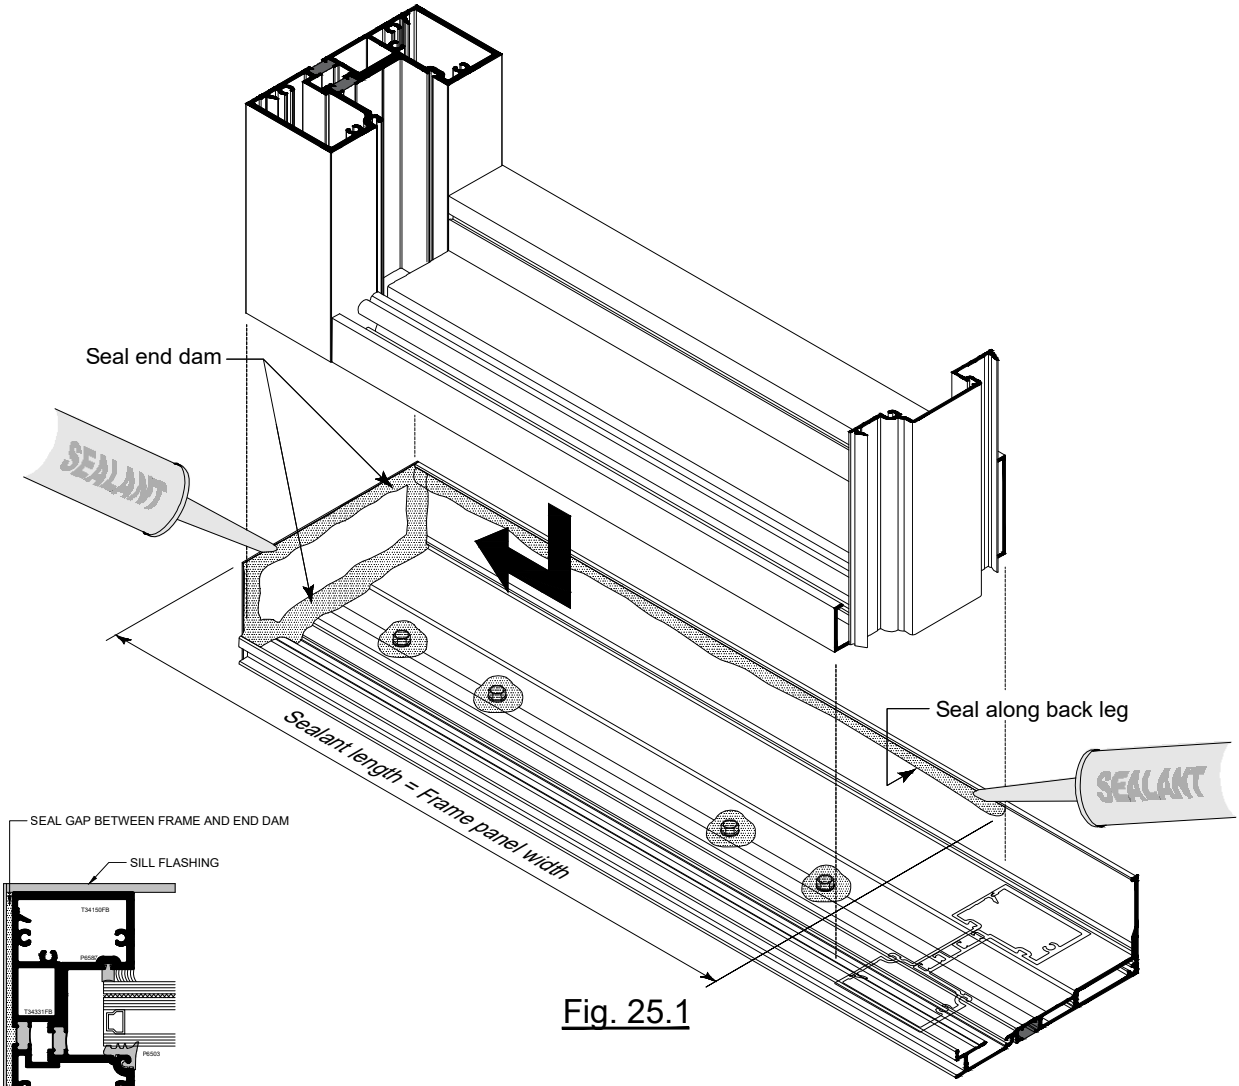

Fig. 25.1
A. Starting on one side of the opening, apply a bead of silicone to the back leg of the sill flashing and the end dam prior to installing each frame. SEE Fig. 25.1. Apply a sealant bead on the back leg of the sill flashing only for the frame to be installed.